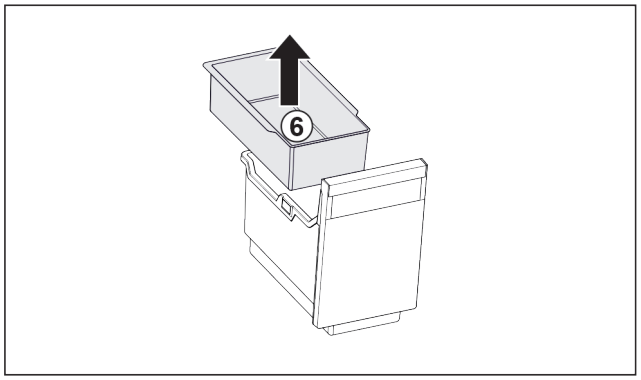

Fig. 29
▶ Извлеките *Fig. 29 (6)* подвесной лоток.